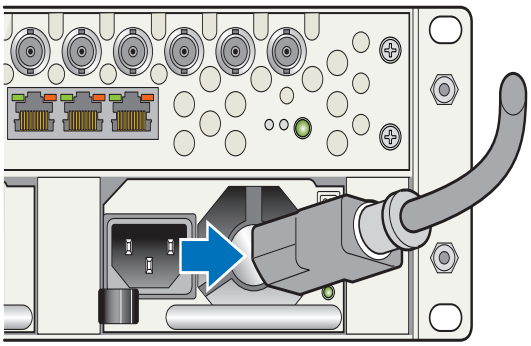

Figure 3–5: Disconnecting the Power Cable
2. Press the release lever to the right and pull the handle to remove the power supply as shown in *Figure 3–6*.